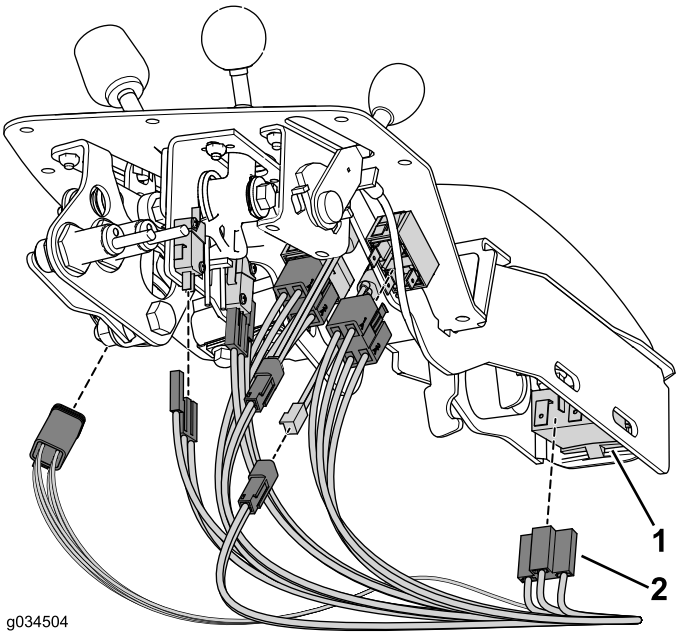

Rysunek 31
5. Podłącz wiązkę przewodów do odpowiednich złączy (Rysunek 31).